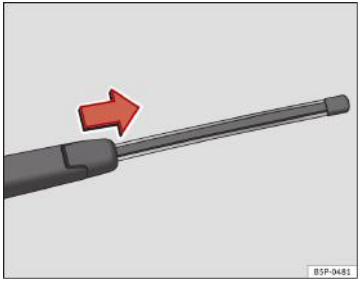

Fig. 131 Scoaterea lamei ştergătorului de lunetă
– Ridicaţi braţul ştergătorului de pe geam ⇒fig. 131.
– Glisaţi adaptorul lamei în sensul săgeţii şi scoateţi lama ⇒fig. 131.